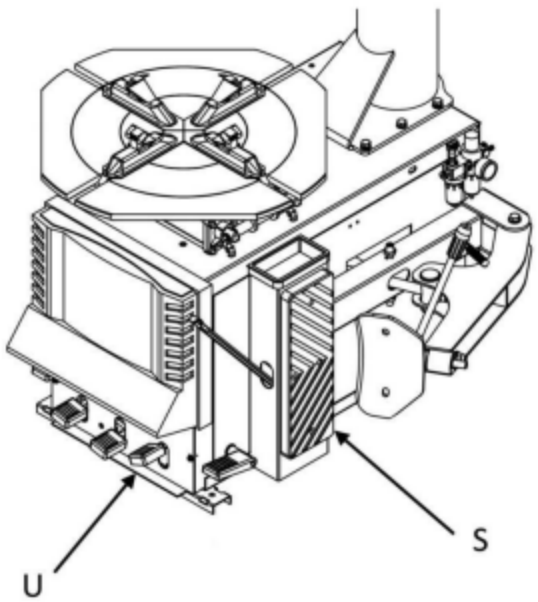

Figure 9
- ✧ As shown in Figure 9,10, the tire need to be leaned on the rubber mat which is on the right side of the semi automatic tire changer (S), (Note: it must be very careful to carry out the pressing operation. When the pressure plate is operated, the pressure relief arm will swing rapidly and powerfully, and any object in the range of the pressure arm is dangerous.
✧ As shown in Figure 9, step on the pedal (U) and start the tire pressing device. When the tire pressure shovel completed operation or the wheel edge goes away from the rim, release the pedal. Gently rotating the tire, repeat the same operation to the other place of the tire.